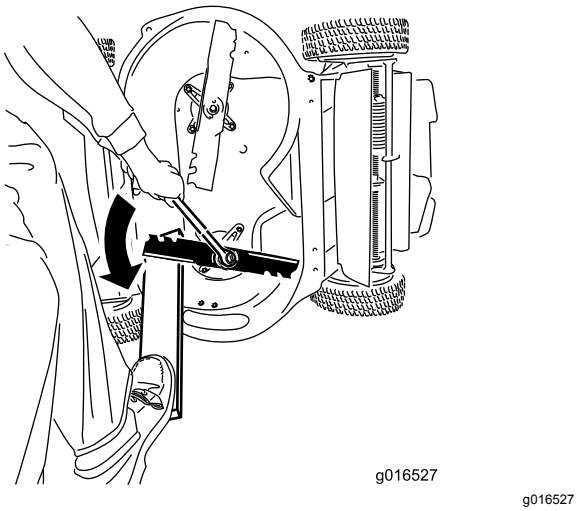

Figur 44
1. Bruk en treblokk for å støtte knivene, og drei knivbolten mot urviseren som vist i Figur 44.